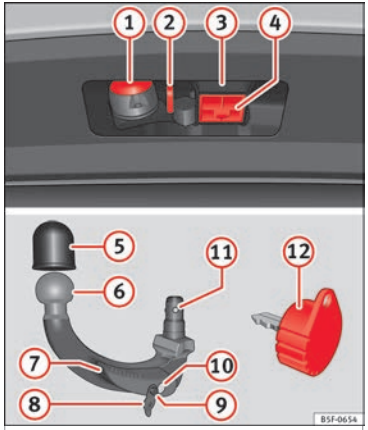

Fig. 178 Towing bracket device support / detachable ball joint / key.
Key to ››› Fig. 178
- Remove the hook housing cap (4) ››› **Fig. 178** downwards.